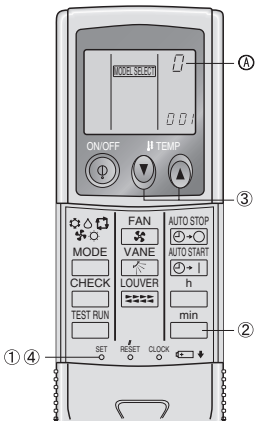

Fig. 6-5
3) Attribution d'une télécommande sans fil infrarouge à chaque appareil (Fig. 6-5)
4) Réglage du numéro de paire de télécommande sans fil infrarouge (Fig. 6-5)
① Appuyer sur le bouton SET à l'aide d'un objet pointu.